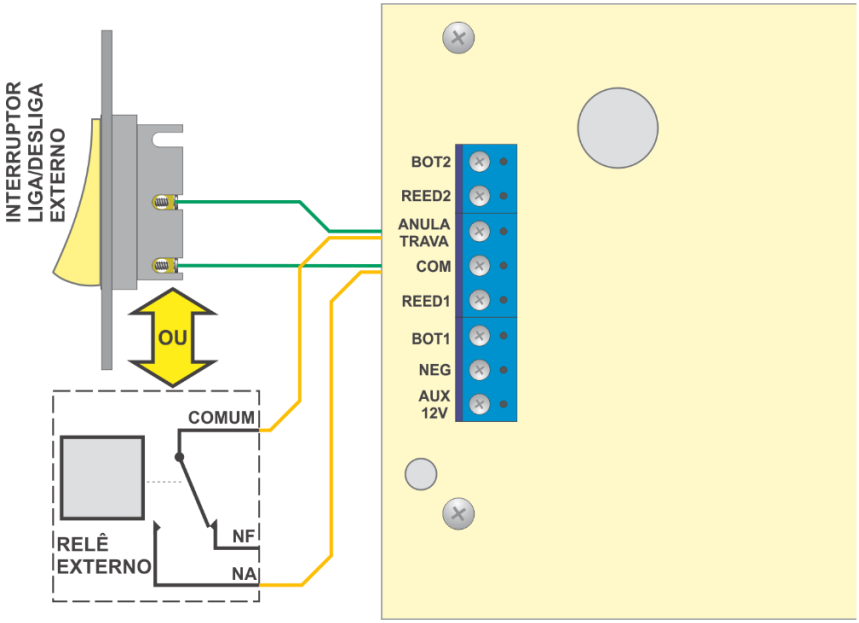

Figura 6
c) Através de um relé conectado entre o borne **ANULA TRAVA** e o **COM**. Podem ser relês de equipamento controlado remotamente (via IP) normalmente encontrado em portarias remotas ou mesmo relês de PGMs. Veja figura 6.
O controle remoto incluso no kit já vem cadastrado na fonte. Para incluir mais controles remotos (**TXL-2**), siga os passos abaixo e utilize a figura 6 como referência. Como exemplo, cadastrar o botão 1 do controle remoto no relé 1 e o botão 2 do controle remoto no relé 2.